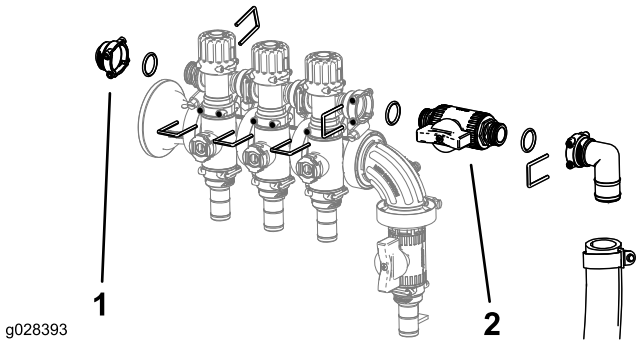

Figur 6
5. Monter omløbsjusteringen, hundækslet, O-ringene, afbryderventilen og fittings- og slangeenheden med de holdere, der blev fjernet tidligere, som vist i Figur 6.